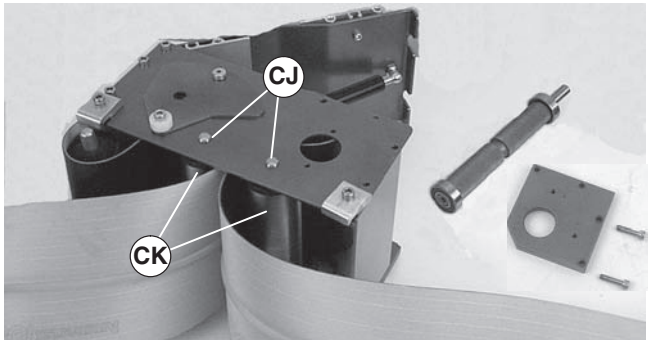

Figure 49
- For 5¨ (127 mm) or wider conveyor, depress both sides of each spring-loaded shaft (Figure 49, item CJ). Remove pulleys (CK).